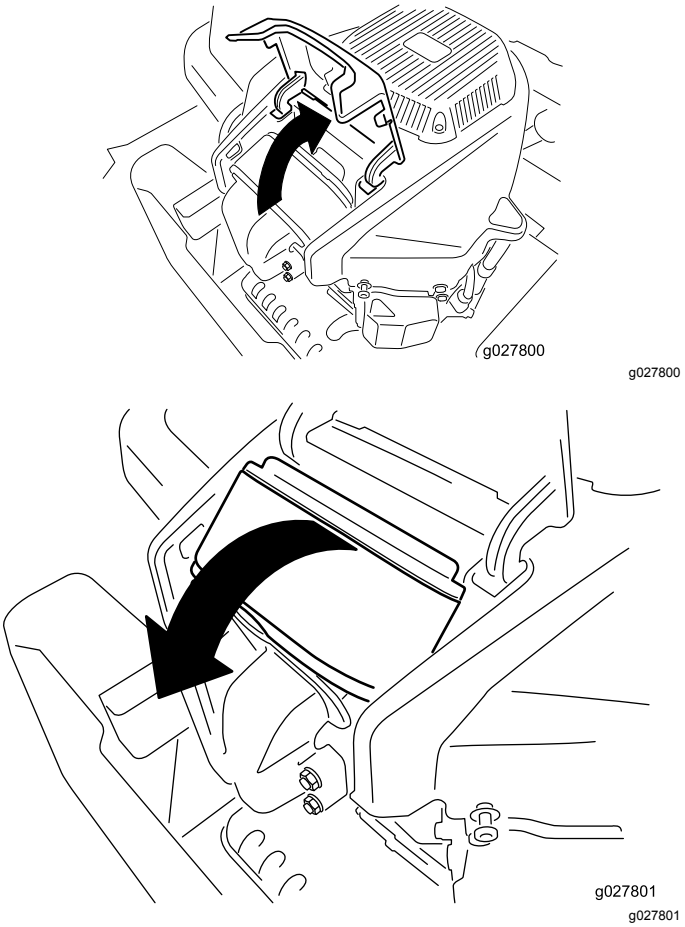

Figur 35
4. Løft dekselet og vri luftrenseren ut av motoren (Figur 35).